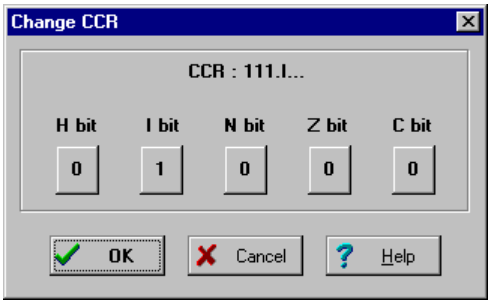

Figure 6-14. The *Change CCR* Dialog
- To change the CPU accumulator (ACCA), index register (XREG), and program counter (PC) values from the CPU window, click on the value and enter the new value in the dialog. Press OK to close the dialog and save the new value.
– To change the CPU CCR values, double click the CCR value in the CPU window to open the *Change CCR* dialog (Figure 6-14). Change the H, I, N, Z, or C CCR bits by pressing the button below each to toggle condition code register bits between 1 (on) and 2 (off). Press OK to close the dialog and save the values.